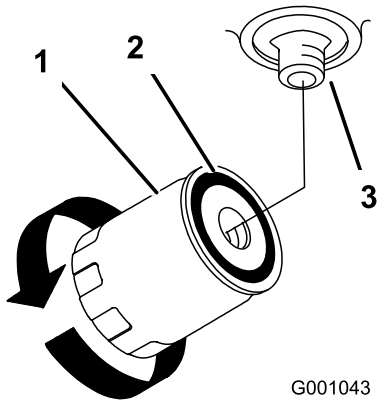

Figura 77
4. Retire el filtro usado y limpie con un paño la superficie de la junta del adaptador del filtro (Figura 77).
6. Instale el filtro hidráulico nuevo en el adaptador del filtro. Gire el filtro en el sentido de las agujas del reloj hasta que la junta de goma entre en contacto con el adaptador del filtro, luego apriete el filtro media vuelta más (Figura 77).